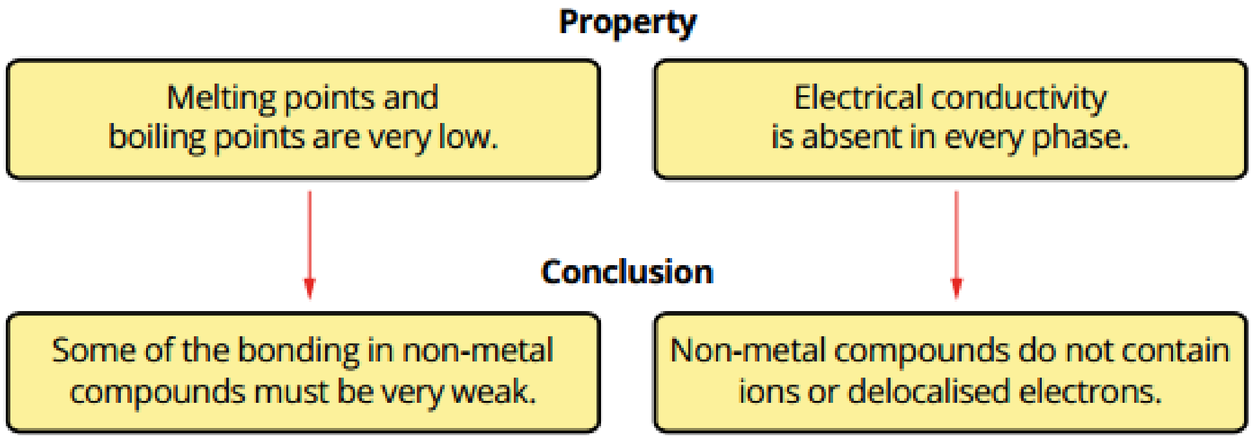

FIGURE 6.1.1 These conclusions can be drawn from the properties of non-metallic substances.
- The ionic compounds copper(II) chloride and sodium chloride have high melting points and conduct electricity as liquids but not as solids. In Chapter 5, you learnt that ionic solids have strong bonds and that they contain charged particles (ions) that are free to move in a liquid form but not in a solid form.
- The non-metal compounds ammonia, nitrous oxide (laughing gas) and water have low melting points and do not conduct electricity. Non-metal compounds can be soft in the solid state. Two conclusions about bonding in non-metal compounds that can be drawn from these properties are shown in Figure 6.1.1.